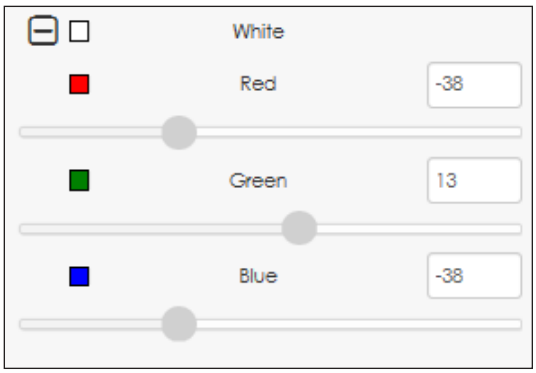

Figure 96: *Color Adjustment*
7. Click the expand icon ⊞ as shown in **Figure 95** to adjust the specific red, green, or blue values. Adjust the values for any of these colors with the sliders or by entering values in the text boxes. Refer to **Figure 96**.